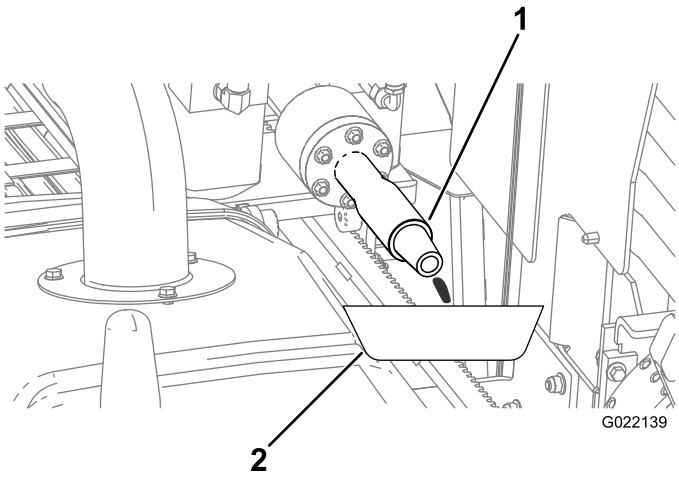

Rysunek 124
A. Umieścić miskę drenażową pod wrzecionem wiertniczym w celu zebrania wyciekającego płynu niezamarzającego (Rysunek 124).
E. Gdy płyn niezamarzający wylatuje przez wrzeciono wiertnicze (Rysunek 124), wyłączyć pompę.